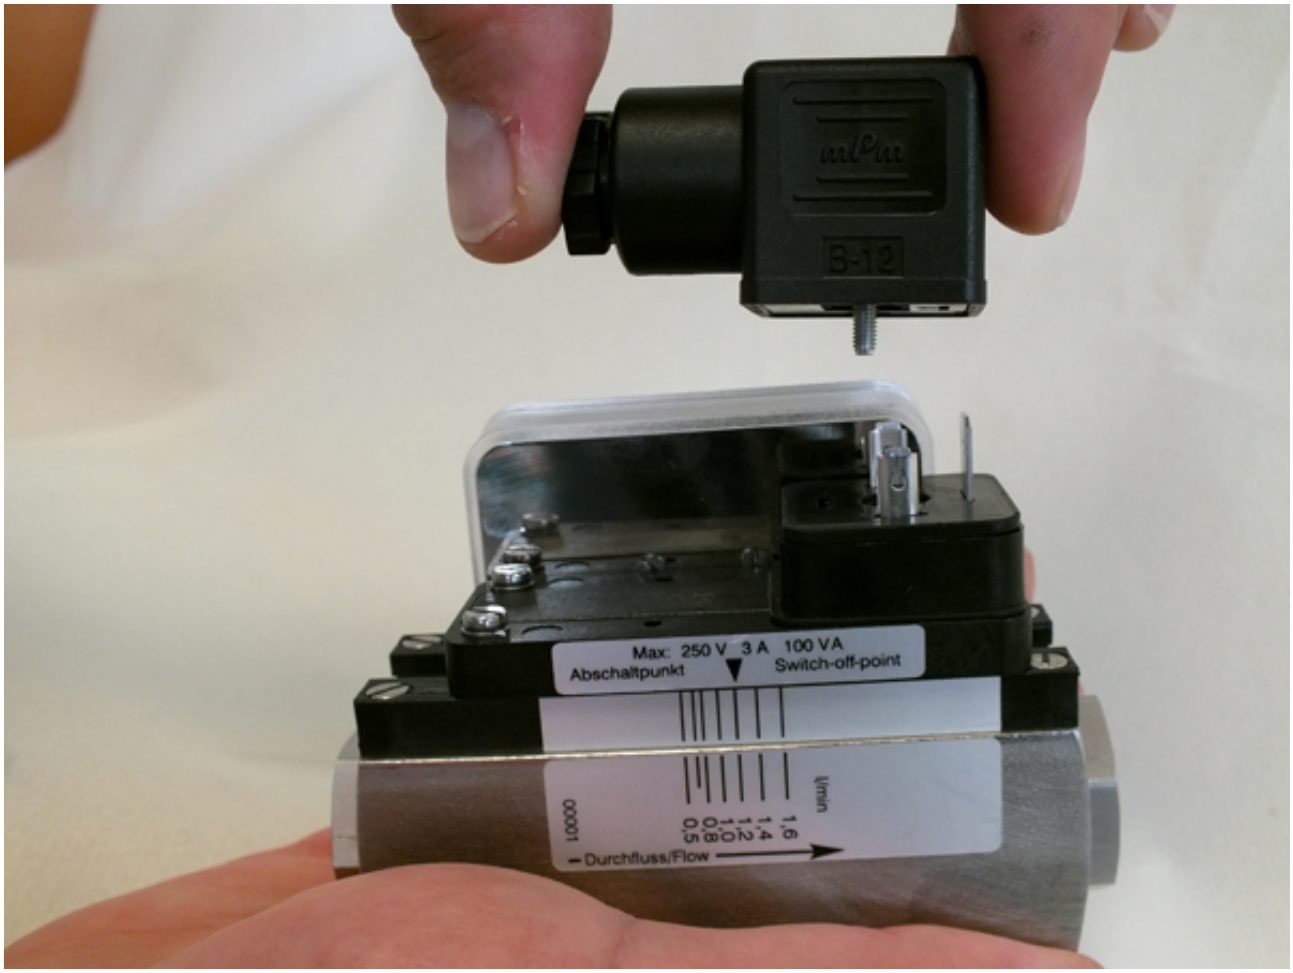

Fig. 27: Remove socket
2. Remove socket (*Fig. 27*/1).